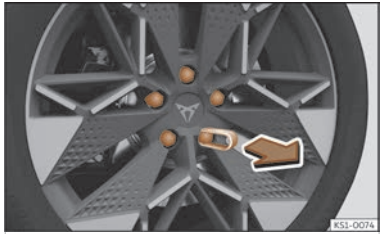

Fig. 202 Wheel: wheel nuts with caps.
- Fit the plastic clip (vehicle tools ››› page 300) over the cap until it clicks into place ››› Fig. 202.